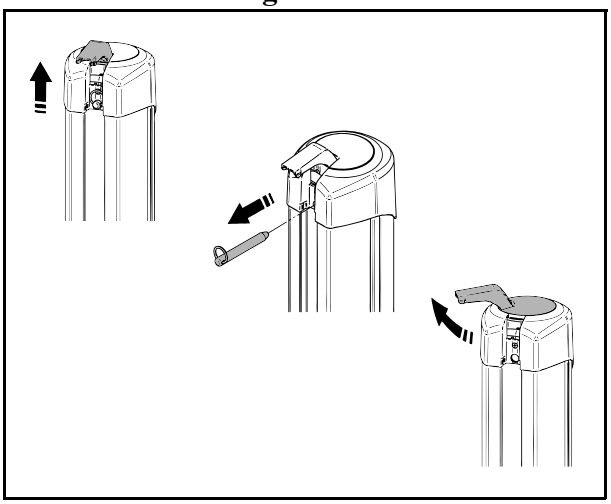

Fig. 7
1. Løft det røde nødhåndtag (se Fig. 7).